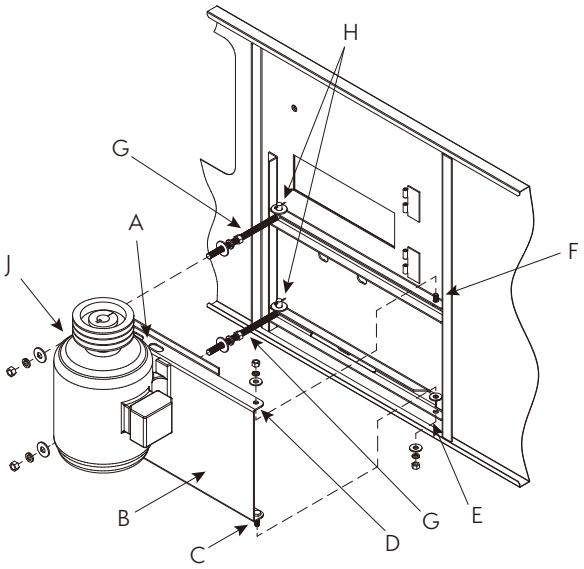

图 17a – 外置式电动机的安装
所有宽度小于 10′ (3m) 的机组，其电动机均位于机组外部，轴向安装，如下**图17a**和**17b**所示。由于运输宽度限制，电动机不能安装在机组上，因为它们会延伸到卡车宽度之外。因此，电动机、电动机机座、电动机保护罩、"J"型螺栓、销轴和皮带均放置在冷却塔的冷水盘中运输。请按照下面的分步说明正确安装这些组件。
1. 电动机机座安装之前，应先看清**图17a**。